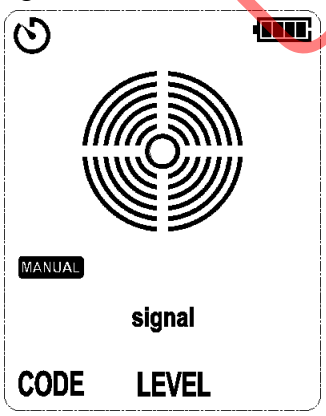

Figure 7.1.4a No Signal Detected
1. Short press the “AUTO/MANUAL” (mode) button and then the LCD shows “MANUAL”, as shown in Figure 7.1.4a.
3. To obtain a best effect when tracking energized conductor, please align the dot screen printing (on the top of the sensor) to the direction of the conductor, as shown in Figures 7.1.4a and 7.1.4b. If not aligned properly, signal may not be detected or the code may be wrong. To check the direction of the cable, please rotate the receiver for 90 degrees regularly. The signal strength reaches its maximum when the cable is aligned with the dot screen printing. According to the differences of detected signals, the receiver automatically detects if the cable is energized (“⚠”), which will be displayed on the LCD. No need to perform manual setting.